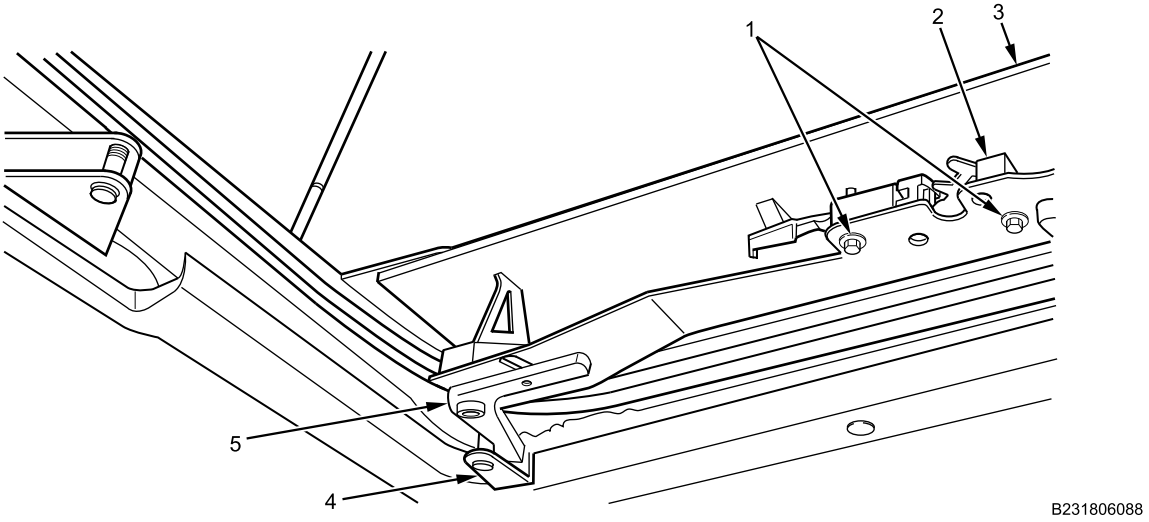

Figure 2. Mounting Hardware and Lock Assembly Removal.
2. Slide weapon hatch (Figure 2, Item 3) open and secure latch hook (Figure 2, Item 5) to rear latch pin (Figure 2, Item 4).
3. Remove two nuts, washers, and bolts (Figure 2, Item 1) from inner lock assembly (Figure 2, Item 2).
4. Remove inner lock assembly (Figure 2, Item 2) from weapon hatch (Figure 2, Item 3).